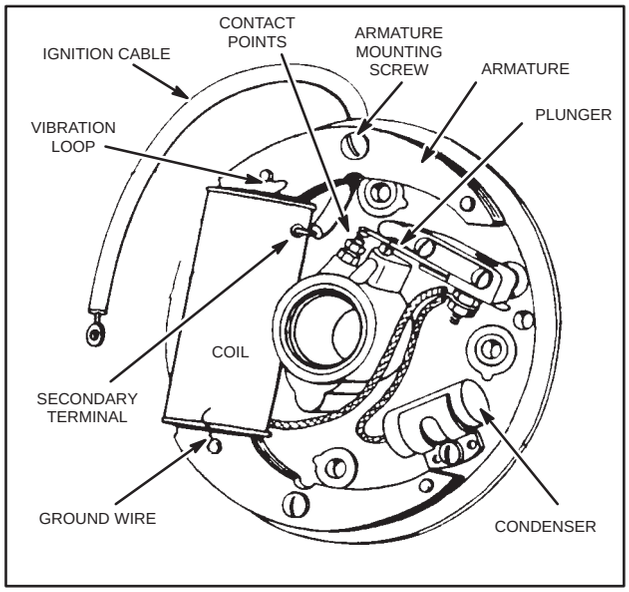

Fig. 18 – REPLACING ARMATURE
Remove armature wire form breaker spring, and ignition cable from secondary terminal in coil. Unscrew the two (2) armature mounting screws and pry armature loose with a screwdriver. Mount new armature in same position as the old one and tighten in place with two (2) mounting screws. Fasten armature wire to breaker point. Push end of ignition cable through terminal on coil and bend wire firmly with needle nose pliers, Fig. 18.